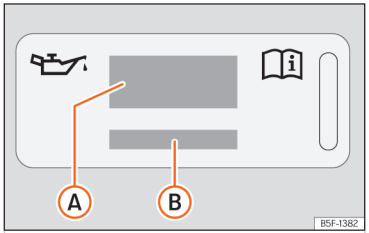
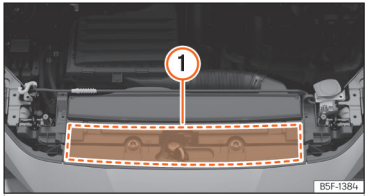

Abb. 233 Im Motorraum: Aufkleber mit Motoröl-Spezifikationen
Abb. 234 Im Motorraum: Position des Aufklebers mit Motoröl-Spezifikationen
Legende zur ››› (Abb. 233):
Wenn Motoröl nachgefüllt werden muss, verwenden Sie eines der auf dem Aufkleber angegebenen Motoröle ››› (Abb. 233). Der Aufkleber mit der vorgeschriebenen Motoröl-Norm befindet sich im vorderen Bereich des Motorraums ››› (Abb. 234) ①. Bei Verwendung des empfohlenen Motoröls kann das Motoröl so oft wie erforderlich nachgefüllt werden.
- **Wenn der Aufkleber mit den Motoröl-Spezifikationen ››› (Abb. 233) fehlt, wenden Sie sich an einen Fachbetrieb.**